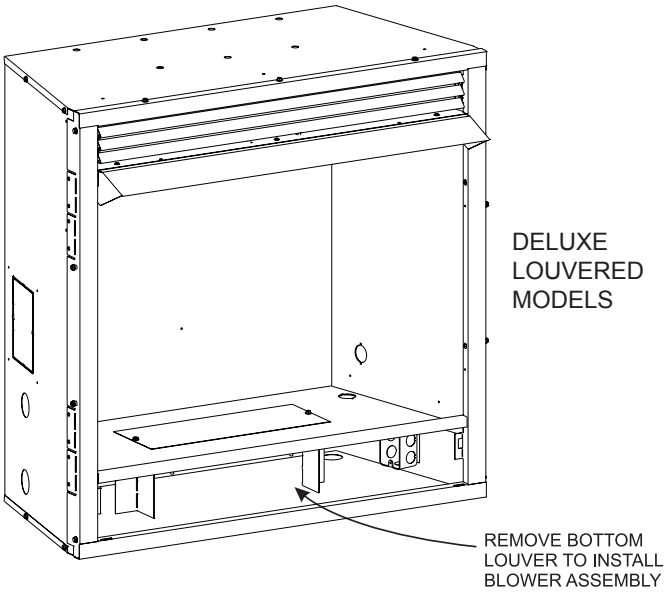

Figure 14
3. Determine which type of firebox you have prior to installation. **See Figures 14 and 15**.